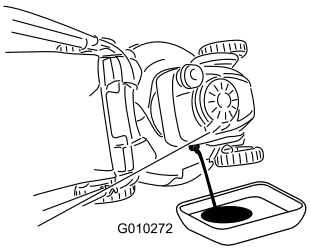

Bild 27
5. Stellen Sie eine geeignete Auffangwanne unter die **rechte** Seite des Rasenmähers (Bild 27).